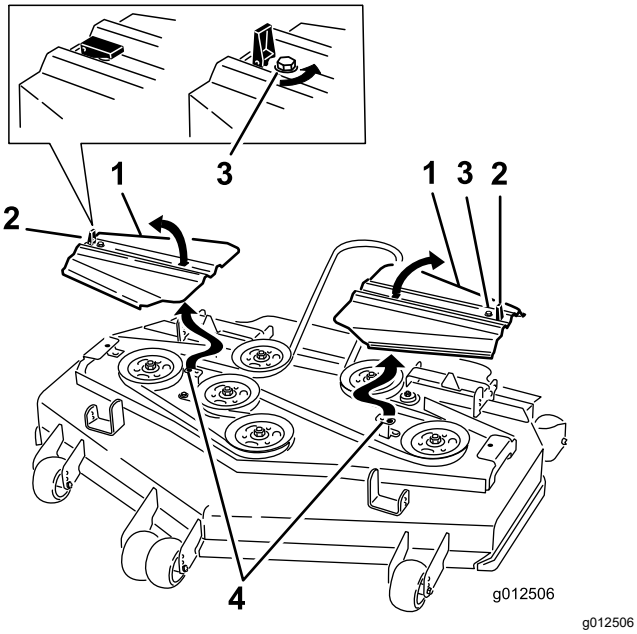

Rysunek 86
14. Załóż pokrywy pasków wsuwając występy w otwory. Wkręć śruby i zamknij zaczepy (Rysunek 86).